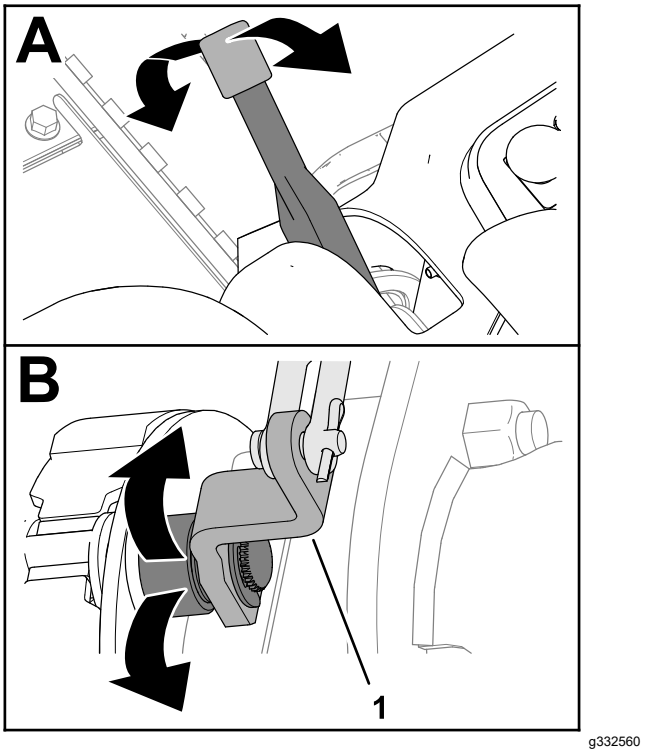

Figur 67
2. Flyt parkeringsbremsehåndtaget op og ned for at kontrollere, at bremseknastgrebet bevæger sig frit (Figur 67).